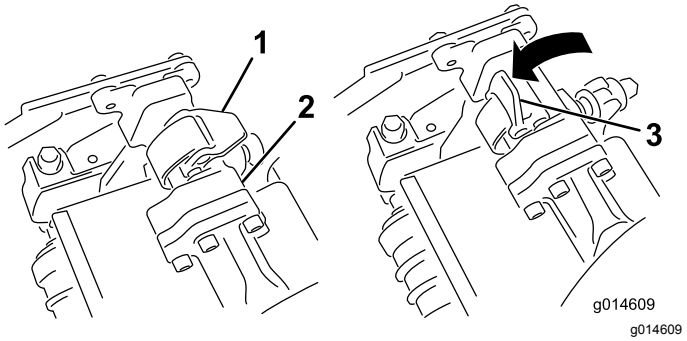
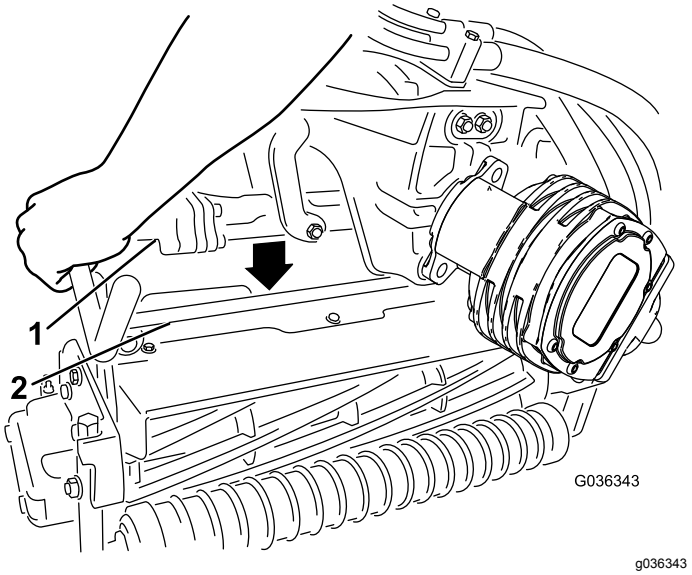

Rysunek 48
Rysunek 49
4. Gdy zapadki na pręcie ramienia podwieszonego skierowane są ku górze (tzn. gdy są otwarte) (Rysunek 48), popchnij ramię podwieszone w dół, tak aby pręt dopasował się do innego pręta w górnej części zespołu tnącego (Rysunek 49).
5. Zamknij zapadki wokół pręta zespołu tnącego, a następnie zablokuj je na swoim miejscu(Rysunek 48).
5. Otwórz zapadki na pręcie ramienia podwieszonego demontowanego zespołu tnącego (Rysunek 48).